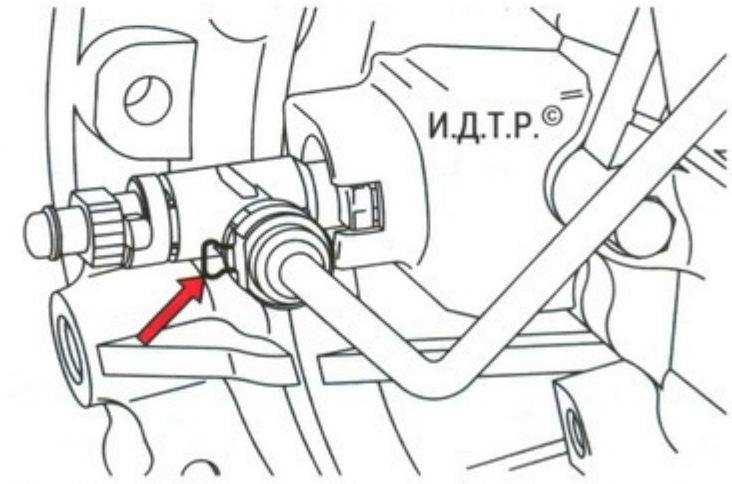

Рис. 6.3. Расположение фиксатора наконечника трубопровода гидропривода выключения сцепления
1. Извлеките фиксатор наконечника (рис. 6.3) и отсоедините трубопровод от переходника рабочего цилиндра.